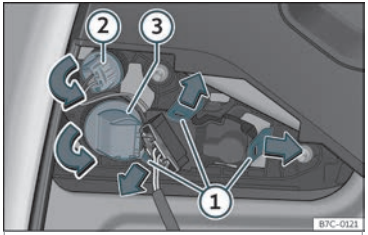

Fig. 51 Desmontar o portalámpadas.
– Desbloquee as lingüetas de fixación do portalámpadas ››› **fig. 51** ①, ou ben, xire o portalámpadas cara á esquerda ② e ③.